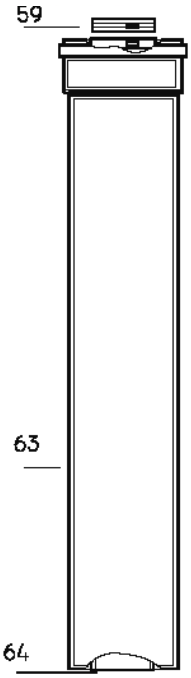

Fig.23
- Position the flue extension and fix the securing screw on the flue adaptor appliance (Fig. 23) item 66, and ensure that the gasket is correctly fitted.
Fit a roof flashing sleeve (Fig. 23) to the roof, available from Ravenheat Manufacturing.
- Position the flue extension and fix the securing screw on the flue adaptor on the appliance (Fig. 23 item 66), and ensure that the gasket is correctly fitted.